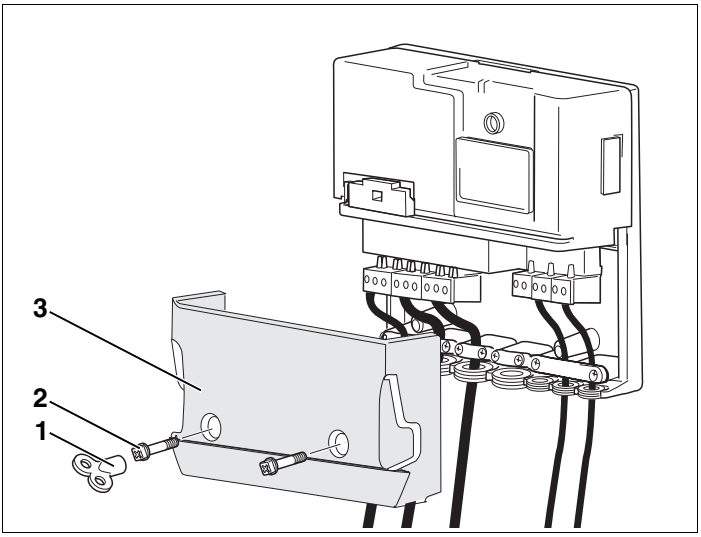

Rys. 12 Montaż osłony zacisków
- Założyć osłonę zacisków (rys. 12, **poz. 3**).
- Wkręcić wkręty z rowkiem krzyżowym (rys. 12, **poz. 2**) przy pomocy wkrętaka krzyżowego lub klucza do odpowietrzania (rys. 12, **poz. 1**).